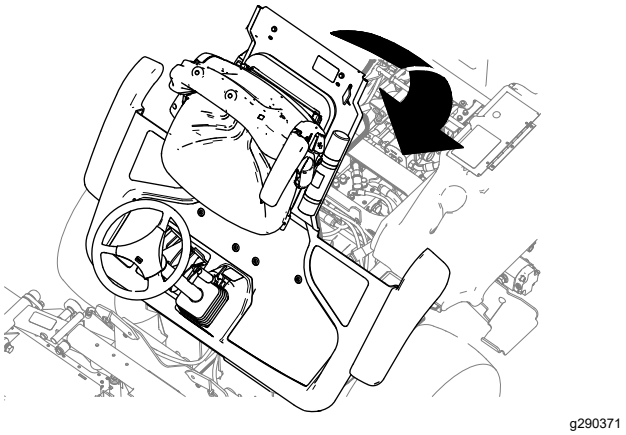

Figur 50
1. Senk plattformen forsiktig (Figur 50).